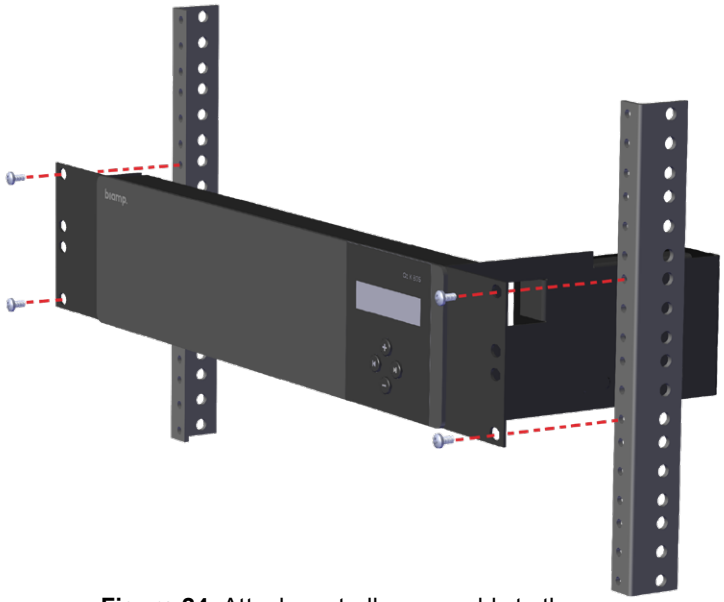

Figure 24. Attach controller assembly to the rack (hardware not provided)
5. Secure the Qt X device to the rack via the rack ears as shown in Figure 24. Hardware to attach the unit to the rack is not included. Plug power cord into the rear of the power supply.